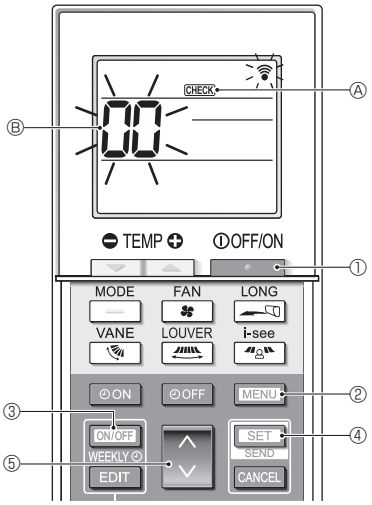

Fig. 7-6
7.3.2. Für die drahtlose Fernbedienung (Fig. 7-6)